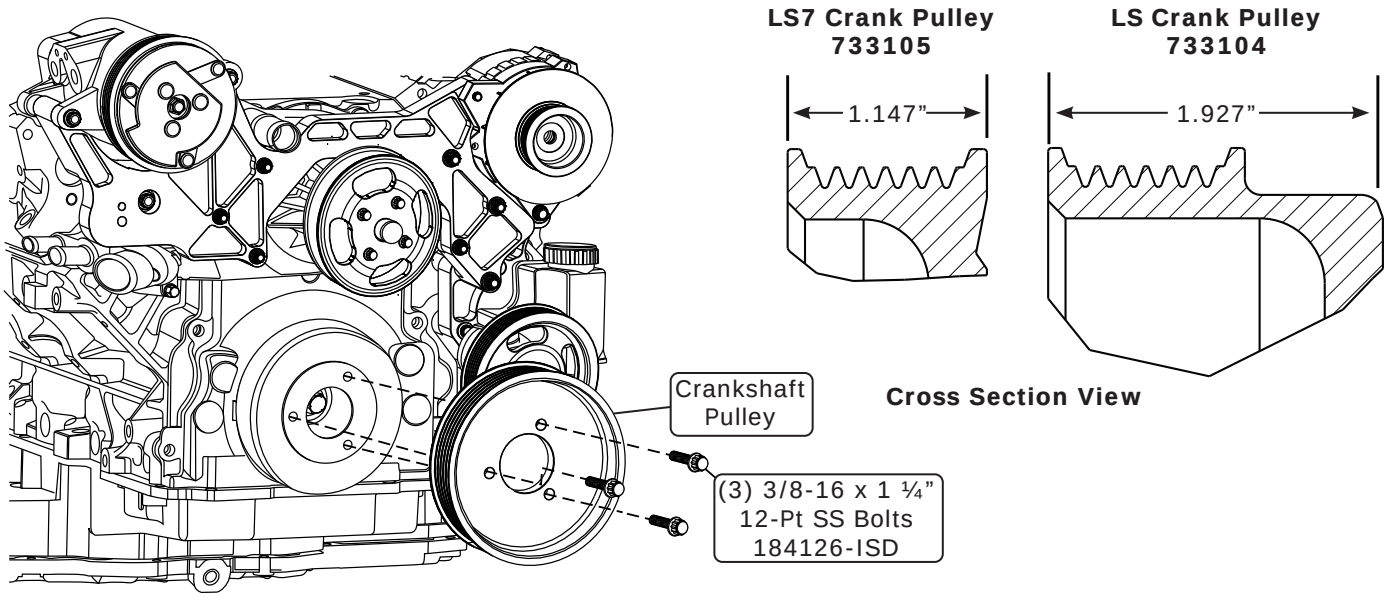

**Figure 10**
**1.** Install the crankshaft pulley onto the damper using (3) 3/8-16 x 1 ¼” bolts as shown in Figure 10, below. Torque to 25 lb ft.